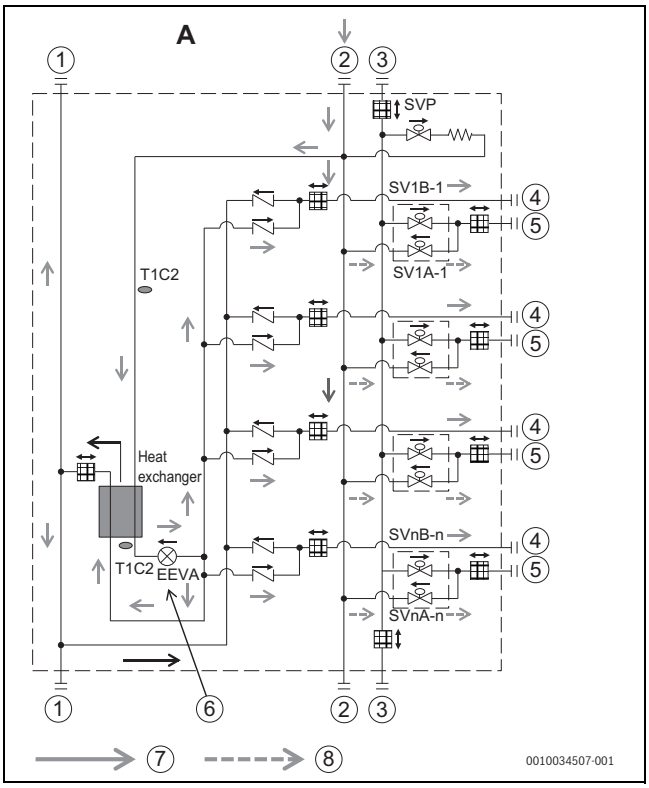

Fig. 29
a) Normal charge from port ② while brazing port ④ and strong charge (> 20 kPa (0.2 bar)) from port ② while brazing port ⑤ as Fig. 29.
b) Normal charge (≤ 20 kPa (0.2 bar)) from port ② while brazing port ① and normal charge from corresponding outdoor unit stop valve while brazing port ② and port ③as Fig. 29.